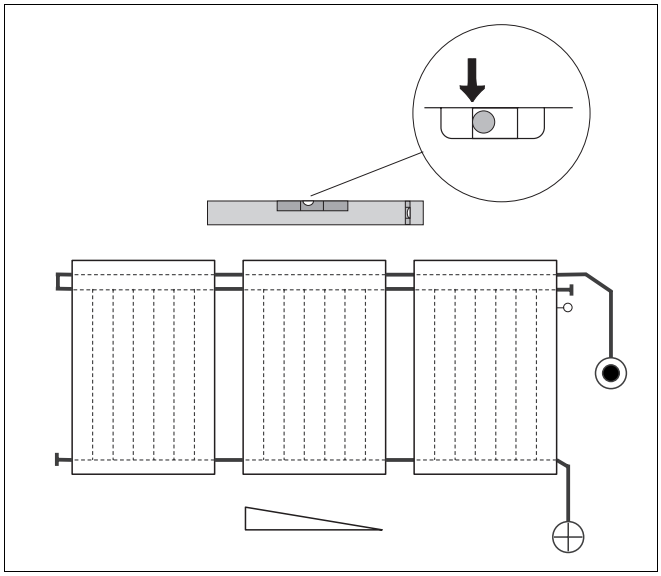

Afb. 37 Staander voor plat dak voor DBS-compleetstations positioneren
- Positioneer de staander of staanders voor plat dak met een licht verval (ca. 0,5%) naar de hydraulische aansluitzijde. Het verval is groot genoeg, wanneer de luchtbel van de waterpas gelijkstaat met het markeerstreepje (afb. 37).